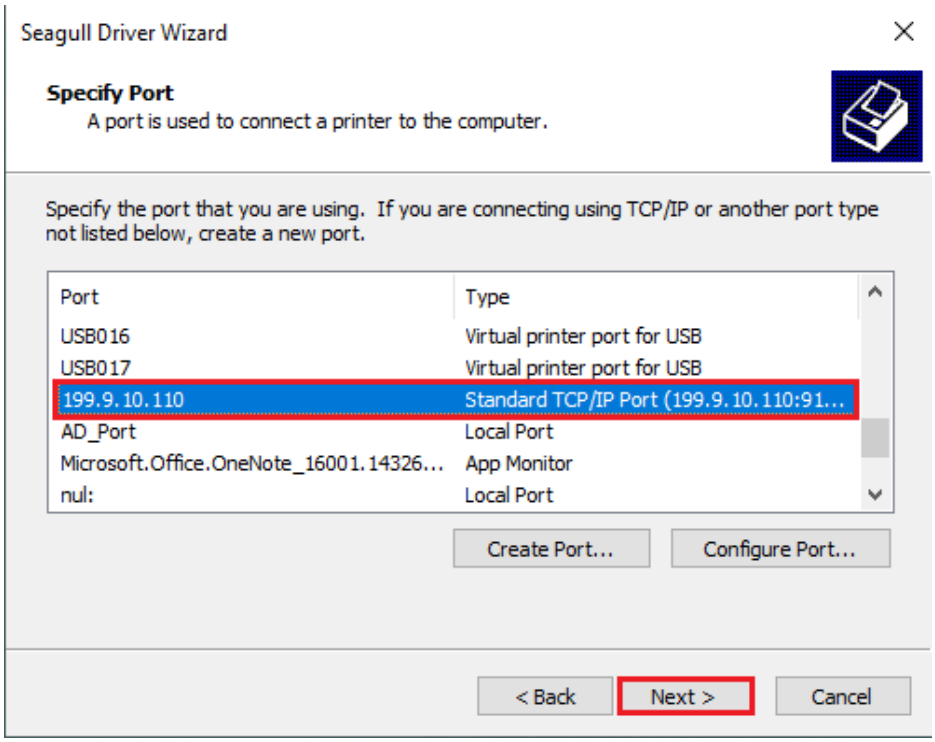

Figure 2-48 Specify Port Screen
9. Return to the "Specify Port" screen, select the TCP/IP Port that has been added, and click "Next", as shown in Figure 2-48.